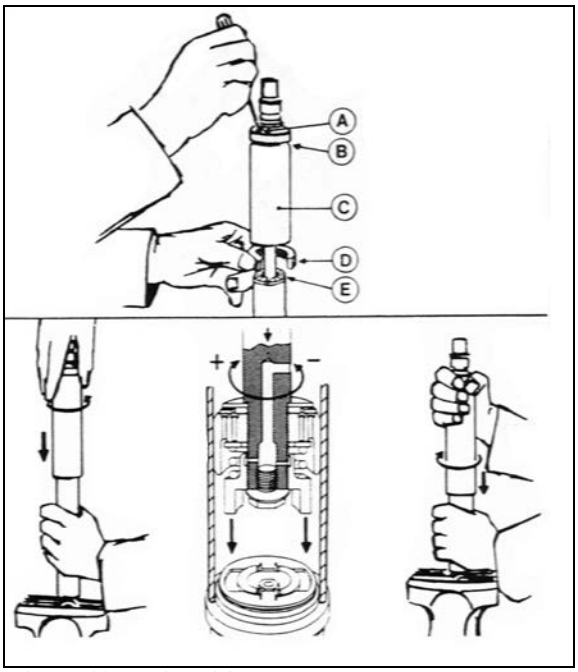

FIGURE 26: AMORTISSEUR
Pour régler la vitesse du cycle d'ouverture et de fermeture sur l'amortisseur (Figure 26) :
2. Fermer complètement l'amortisseur tout en pivotant lentement le capot pare-poussière ou la tige piston dans le sens antihoraire jusqu'à sentir que les cames de l'écrou de réglage entrent dans les encoches de l'ensemble de clapet (Figure 26).
Dans la Figure 26*, s'il y a une échancrure (B) sur le capot pare-poussière (C) et que le capot possède deux trous (A), l'amortisseur est muni d'une butée en caoutchouc (D). Si tel est le cas, étendre complètement l'amortisseur et insérer une barre ronde ou un tournevis dans les trous. Pousser la butée en caoutchouc vers le bas et la retirer. Enlever la bague fendue en plastique (E) (le cas échéant) de la tige piston.*
Si une butée de caoutchouc avait été installée, la remettre dans le capot pare-poussière. En fermant complètement l'amortisseur, la butée se placera dans la partie supérieure du capot pare-poussière. Remettre en place la bague fendue en plastique (E) (Figure 26)